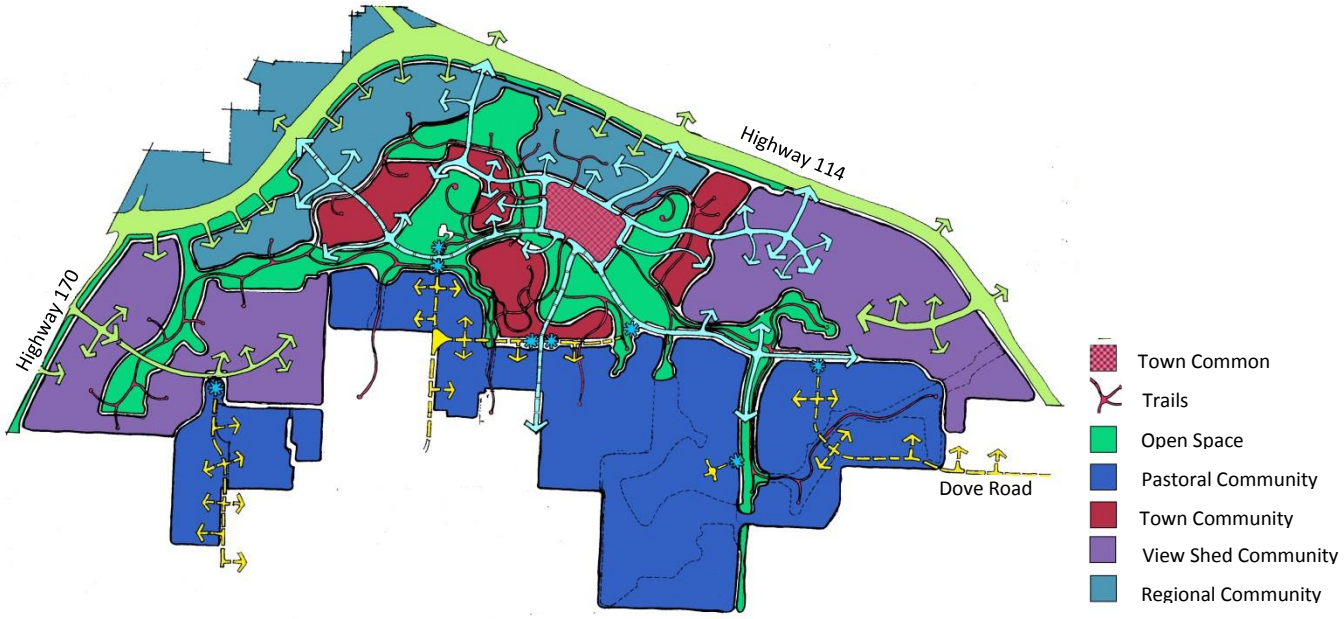
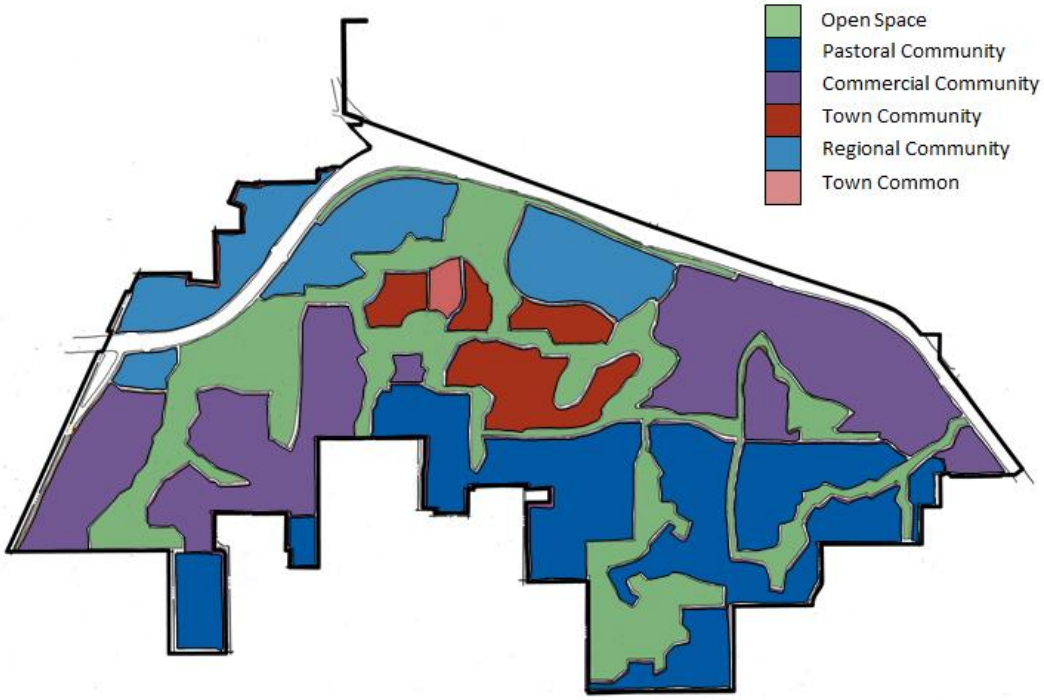

Figure 107: Framework Plan – (base of Communities Map) presented at Workshop #2
Figure 108: Communities Map – Result of Public Inputs and Existing Entitlements
future single-family residential growth. Therefore, it is important that future residential development perpetuates a compatibility with, the continuity of, and the quality of current residential construction/neighborhoods. Housing units per acre, relationship to the street, project definition, streetscape, and home value are important dimensions of maintaining the above specified relationships. This area is shown in dark blue in Figure 107.
2. **View Shed Community (hereinafter called the Commercial Community):** An area of Westlake generally north of Dove Road, reaching east toward Solana and west toward SH 170. The View Shed/Commercial Community is mostly undeveloped, containing a few projects such as Solana and Fidelity Investments, but is completely zoned. The eastern and western reaches of this area are the primary entry to the Westlake Pastoral Community. Therefore, what is seen from the street sets a visual reference for visual experiences to follow. Such cognitive significance means that the normally commercial-like quality of the street experience should be replaced by a visually dominant natural-like quality (much like what Solana has done in the vicinity of Solana Boulevard and Sam School Road). The Commercial Community will experience most of Westlake's campus office growth as well as some limited hospitality and residential use. Therefore, it is important that future non-residential development maintains a balanced relationship with, and provides a transition to, the Pastoral Community. This Community area is shown as purple in Figure 107. Key to establishing this relationship and transition are:
Like other Planned Development planning areas, current limitations on FAR and building height make it difficult to capture the regional potentials of this Community. Therefore, the Regional Community becomes a good destination for the transfer of development square footage from other Planned Development planning areas. The Regional Community is shown in grey-blue in Figure 107.
The Town Community is served by Town Streets (as shown in the Thoroughfare Plan to follow), which have a distinctive Westlake Streetscape visually different than the regional circulation system (SH 114 and SH 170 and the associated service roads) but is more visually associated with the Pastoral System (roads of the Pastoral Community). The Town Community is shown as a russet color in Figure 107.
Figure 107 is the Framework Plan that was reviewed at Public Workshop #2, and Figure 108 is the Communities Map, referenced above, which is a result of the revision of the Framework Plan based on input received at that Workshop, input from the Planning Steering Committee, and reconciliation of the Community Types with the Entitlements currently in place. Note that the distribution of Community Types is substantially the same in each map.